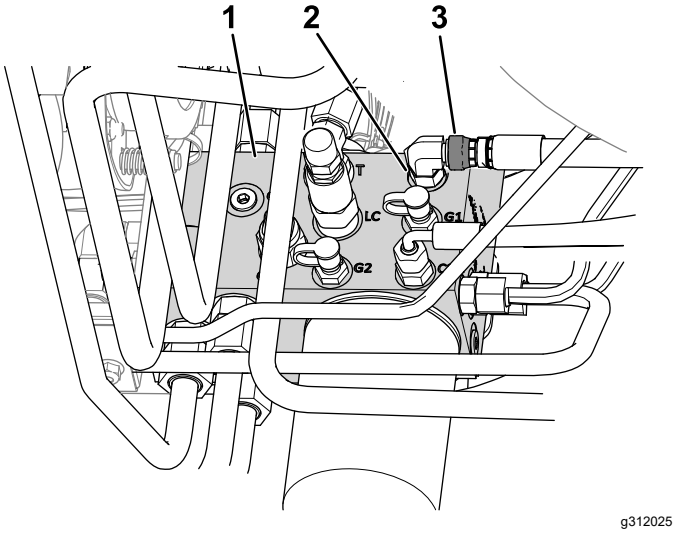

**Figuur 9**
B. Maak de wartelmoer van de slang los die is aangesloten op poort C1 van het hydraulische verdeelstuk (Figuur 9).
E. Draai de wartelmoer van de slang op de poort C1 (Figuur 9) vast met een torsie van 41 N·m.